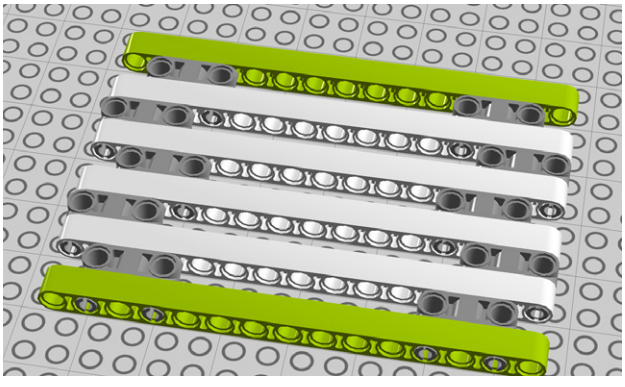

Figure 8-10. *Step 5: Two more 15M beams*
5. Connect two more 15M beams, as seen in Figure 8-10.